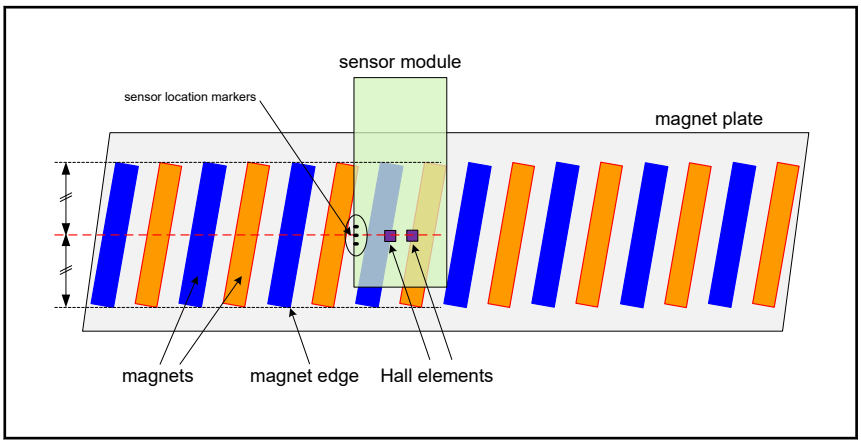

Fig. 4-8: Easy placement of the Hall sensor with respect to the magnet plate
- Placement of the Hall center is realized using the center of the magnet plate and the center sensor location marker. The center sensor location marker must be within ±10 mm of the center of the magnet plate (red dashed line), see fig. 4-8 "Easy placement of the Hall sensor with respect to the magnet plate" on page 32.